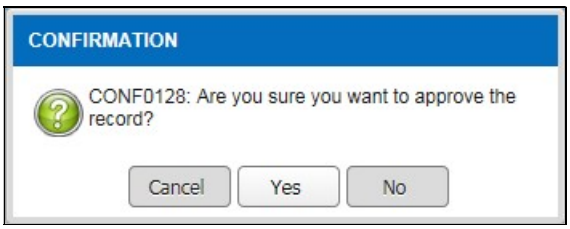

Figure 3.4.2-3 Confirmation Message
- *Confirmation message will be displayed as Figure 3.4.2-3*